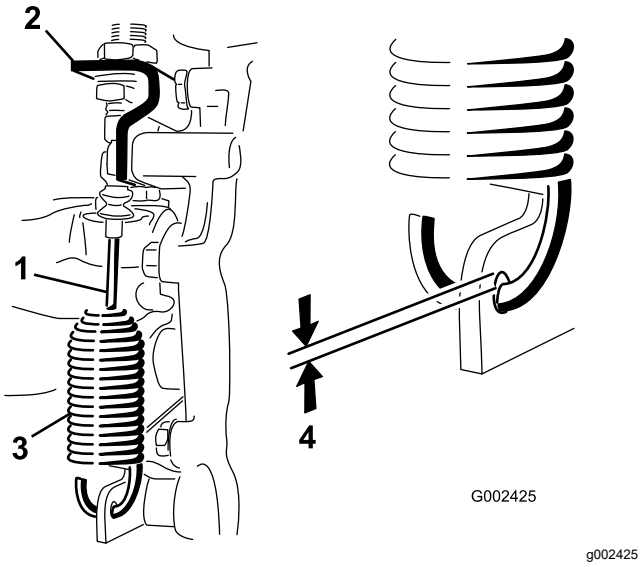

図 46
2. デファレンシャルロックケーブルをトランスアクスルのブラケットに固定しているジャムナットをゆるめる図 46。